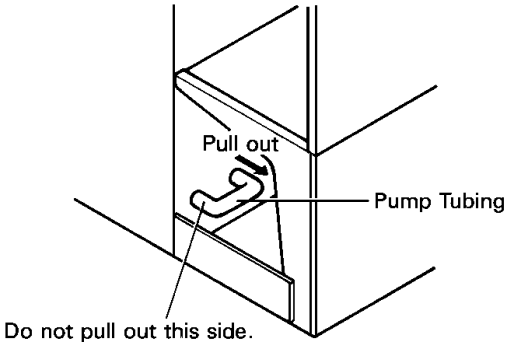

Fig. 5
8) Turn off the power supply. Remove one end of the Pump Tubing, and drain the Water Tank. See Fig. 5.
5) Remove one end of the Pump Tubing. Drain the Water Tank. Replace the Pump Tubing in its correct position. See Fig. 5.